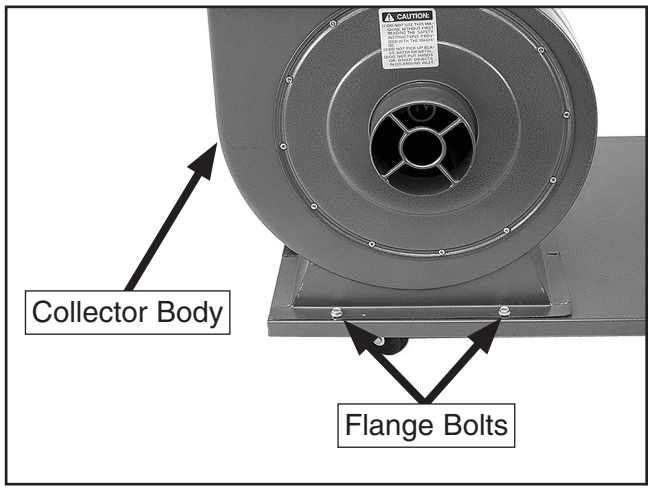

**Figure 5.** Mounting collector to base.
2. Set the collector body on top of the base plate so the intake portion is near the edge of the base plate and the bolt holes are aligned, as shown in **Figure 5.** Secure the collector body to the base plate with (4) 5⁄16"-18 x ½" flange bolts.